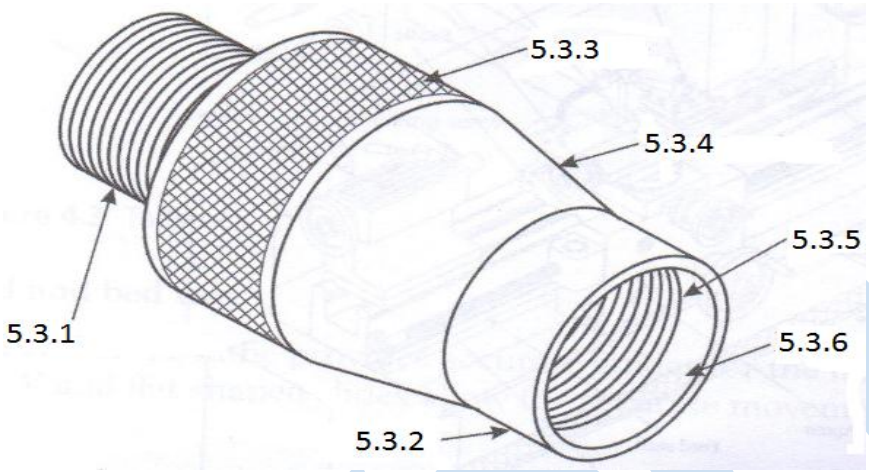

FIGUUR 5 (6)
5.3 Verskillende masjineringprosess wat op 'n senterdraaibank uitegevoer kan word, word in FIGUUR 5 getoon. Identifiseer die prosesse. Skryf slegs die antwoord langs die vraagnommer (5.3.1–5.3.6) in die ANTWOORDBOEK neer.a